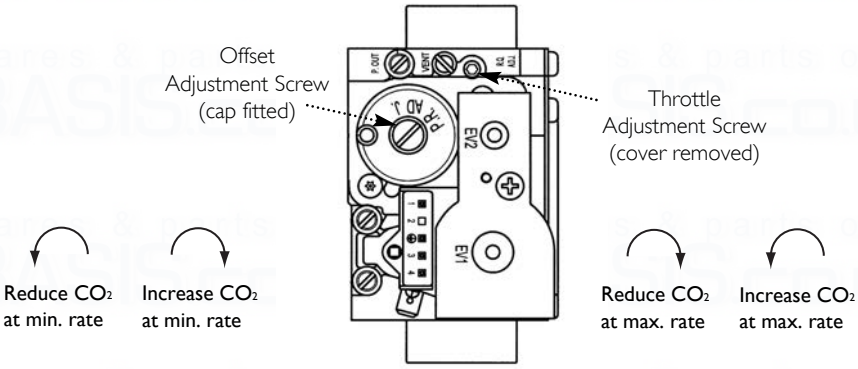

Fig. 108
8. It is possible to alter the CO_2 by adjustment of the gas valve. Remove the plastic cover from the Throttle Adjustment Screw. At maximum rate the Throttle Adjustment Screw should be turned, using a suitable hexagon key, until the correct reading is obtained (Fig. 108). Turning clockwise will reduce the CO_2. Anticlockwise will increase the CO_2.
10. With the boiler on minimum, the 'Min. Rate' adjustment screw must be altered, using a suitable hexagon key, after removing the cap (Fig. 108). If the CO_2 is reset at either boiler rate it must be rechecked at the other rate and also adjusted if required.